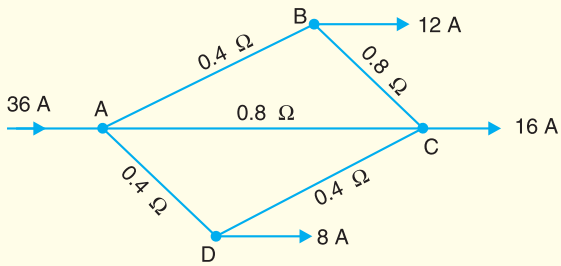

Fig. 13.47
3. In the d.c. network shown in Fig.13.47, A is the feeding point and is maintained at 250 V. The resistances